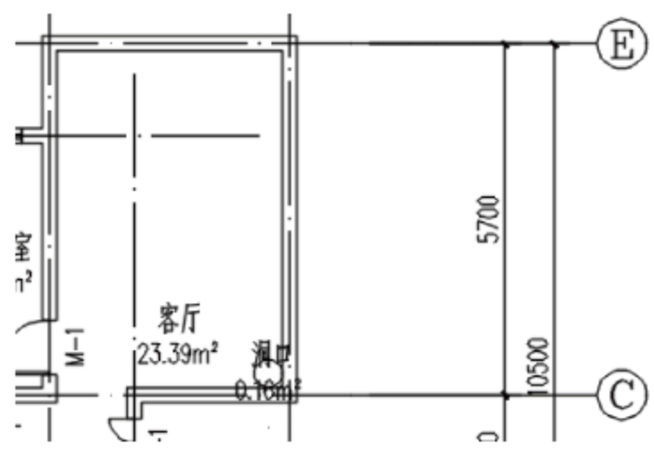

图 9-14 面积计算
面积计算如图 9-14 所示。
(1) 单击菜单中“房间屋顶”→“面积计算”命令，绘制客厅的楼板洞口，如图 9-14 所示，命令行提示如下。